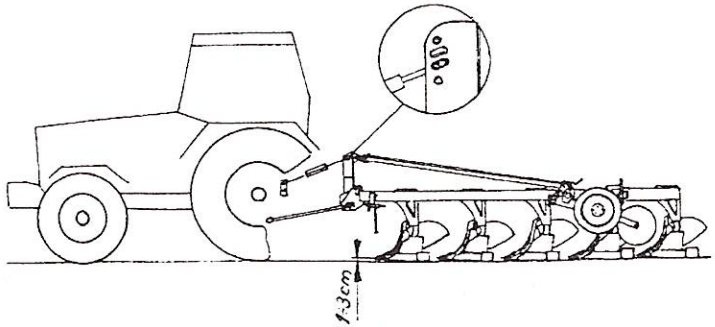

Rys. 3
- Połącz górny łącznik ciągnika z otworem wieszaka za pomocą sworznia i zabezpiecz przetyczką. W czasie orki punkt zaczepienia górnego łącznika na pługu powinien być wyżej umieszczony niż punkt przyłączenia łącznika na ciągniku **(Rys.3)**.
ZAPAMIĘTAJ - Jeśli, górny łącznik połączony jest z otworem wzdłużnym wieszaka, to sworzeń łącznika musi przylegać z przodu do otworu podłużnego (Rys.3) przy naprężonym łączniku - wówczas obciążenie jest przenoszone z pługa na ciągnik. Mniejszy jest poślizg i zużycie paliwa.